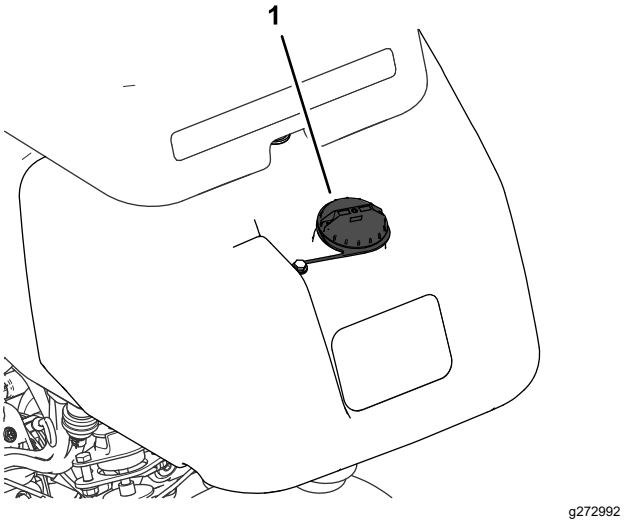

**Figuur 21**
1. Reinig de omgeving van de dop van de brandstoftank en verwijder de dop (Figuur 21).